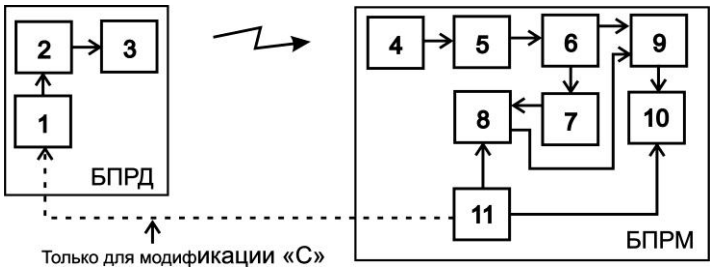

Рис. 6.5
6.2.1 Управляемый генератор 1 (см. рис. 6.5) вырабатывает импульсную последовательность определенной скважности. Под действием импульсов с генератора 1, модулятор 2 формирует последовательность СВЧ-радиоимпульсов, которые поступают на передающую антенну 3. Передающая антенна 3 излучает СВЧ-радиоимпульсы в направлении приемной антенны 4. Образовавшееся между передающей 3 и приемной 4 антеннами электромагнитное поле является источником полезных сигналов для обнаружения объектов, пересекающих данное электромагнитное поле. С выхода приемной антенны СВЧ-радиоимпульсы поступают на вход, детектора 5 и далее на усилитель 6, с первого выхода которого сигнал поступает на вход компаратора 7, информирующего узел управления 8 о наличии на выходе усилителя 6 импульсов.